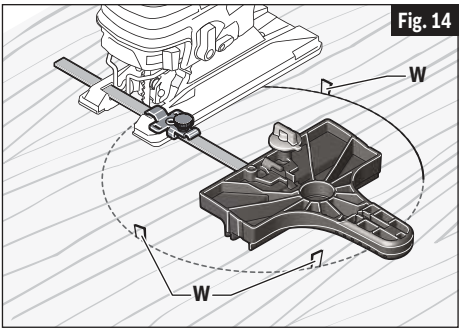

Fig. 14
- Coloque cuñas pequeñas en el corte de la manera que se muestra en la Fig. 14, para impedir que el círculo interno se extienda cuando se esté carca del final del corte.